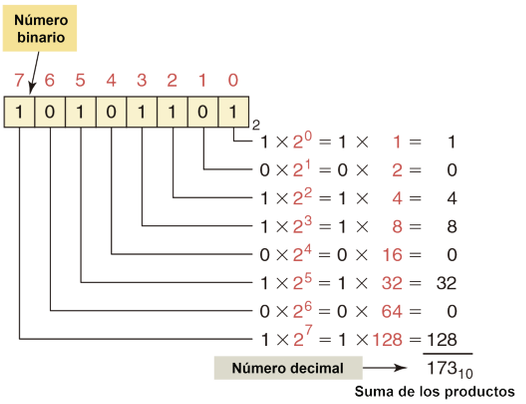

Figura 1-21 Representación binaria decimal 373
El **sistema binario**$_{11}$ usa una serie de números que consisten en dos dígitos. Estos dígitos son cero (0) y uno (1) (Fattahzadeh, 2010). Cada digito del sistema binario representa una potencia de 2. El equivalente decimal de cualquier número en sistema binario puede ser determinado multiplicando el dígito binario por su potencia de 2 correspondiente y sumando los resultados de todas estas multiplicaciones. La dirección del número que sucede al anterior va de derecha a izquierda (figura 1-21)
En la figura se muestra la forma de expresar la cantidad de 173 en sistema binario a decimal. (figura 1-21)